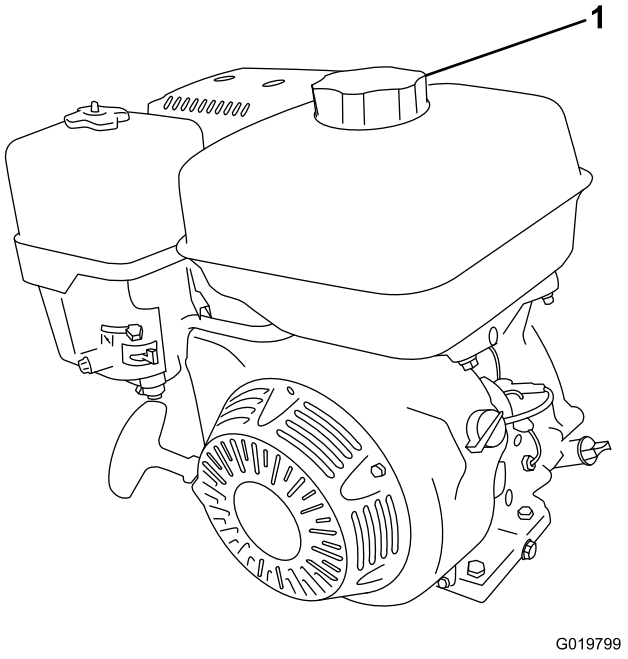

Figura 29
2. Limpie alrededor del tapón de combustible y retire el tapón (Figura 29).
4. Coloque el tapón del depósito de combustible firmemente (Figura 29).